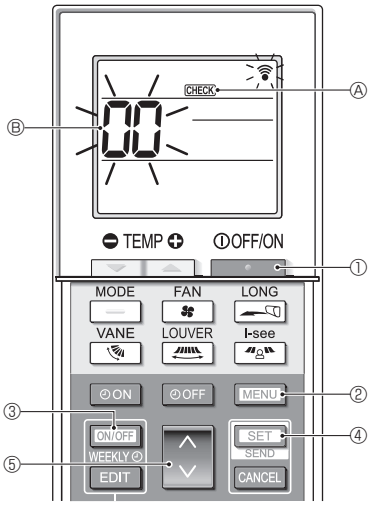

Fig. 7-6
7.3.2. Pour la télécommande sans fil (Fig. 7-6)